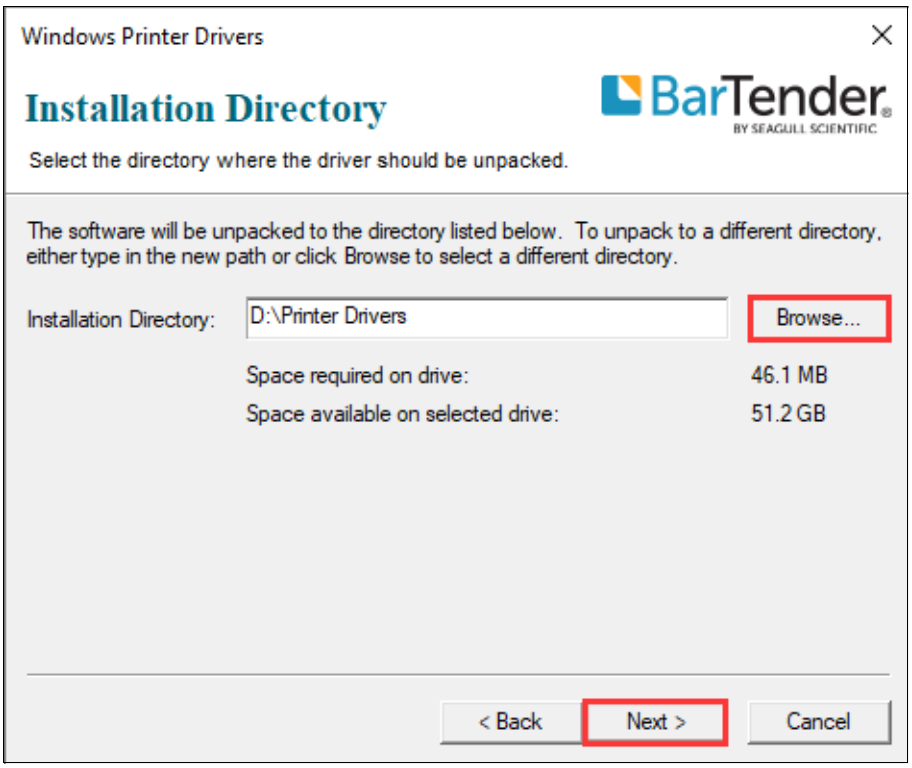

Figure 2-32 Installation Directory Screen
4. The "Installation Directory" screen displays. Click "Browse…" and select where the files will be installed, then click "Next", as shown in Figure 2-32.